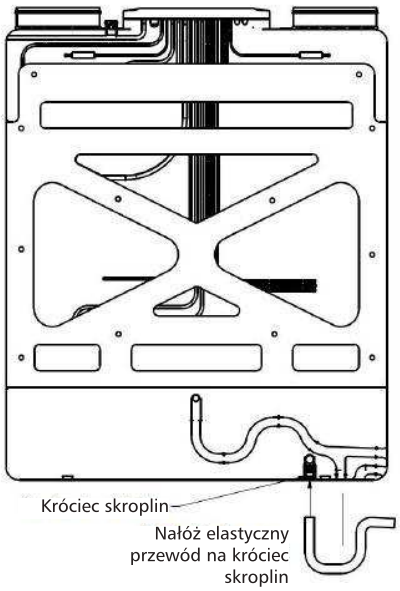

Rys. 5 - Montaż przewodu skroplin
1. Ostrożnie nałóż elastyczny przewód na króciec skroplin (zob. Rys. 5) - punkt ten dotyczy montażu ściennego i podłogowego.